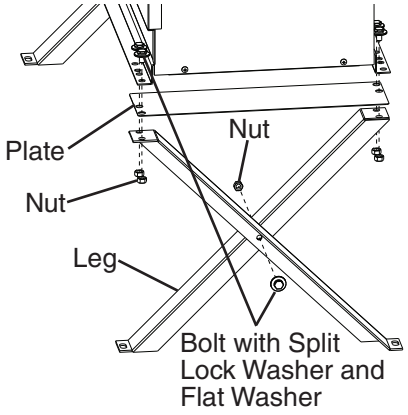

Fig. 13
1) Assemble 2 sets of legs using the legs, bolts, and nuts provided. See Fig. 13.